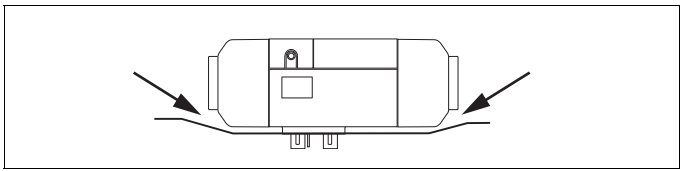

Afb. 7 Op vrije ligging letten!
- ▶ Zorg ervoor dat de behuizing van het verwarmingsapparaat in de inbouwpositie nergens tegenaan ligt (zie Afb. 7).
zie Afb. 3 en Afb. 7